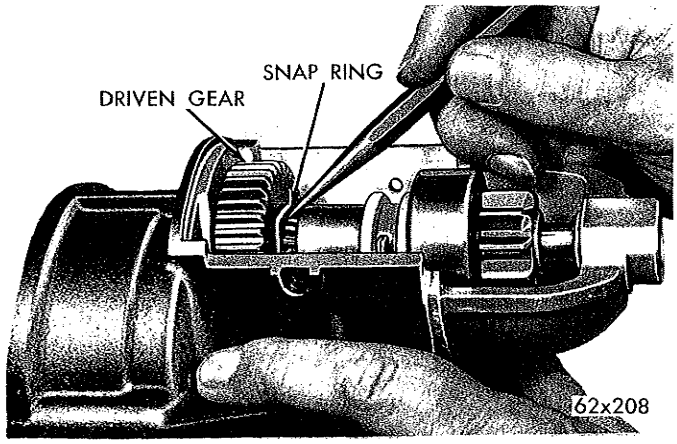

*Fig. 8—Removing Driven Gear Snap Ring*
(17) Remove retainer that positions the driven gear on pinion shaft (Fig. 8).